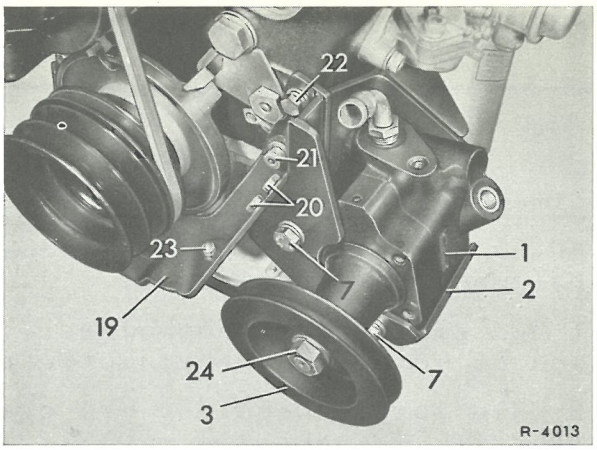

Fig. 46-20/5
7 På typerne 2ooD/8 og 22oD/8 skrues sekskantbolten (13) på konsollen (2) og sekskantmøtrikken på låsebolten (12) til kæden af og støttearmen (11) fjernes (fig. 46-20/6).
8 Sekskantboltene (4 og 7) skrues ud, idet der passes på afstandsbøsningen, der er anbragt mellem pumpehus (1) og konsol (2) (fig. 46-20/5 og 6). Derpå tages højtryksoliepumpe samt remskive af, og remskiven afmonteres (se punkt 13 til 15).